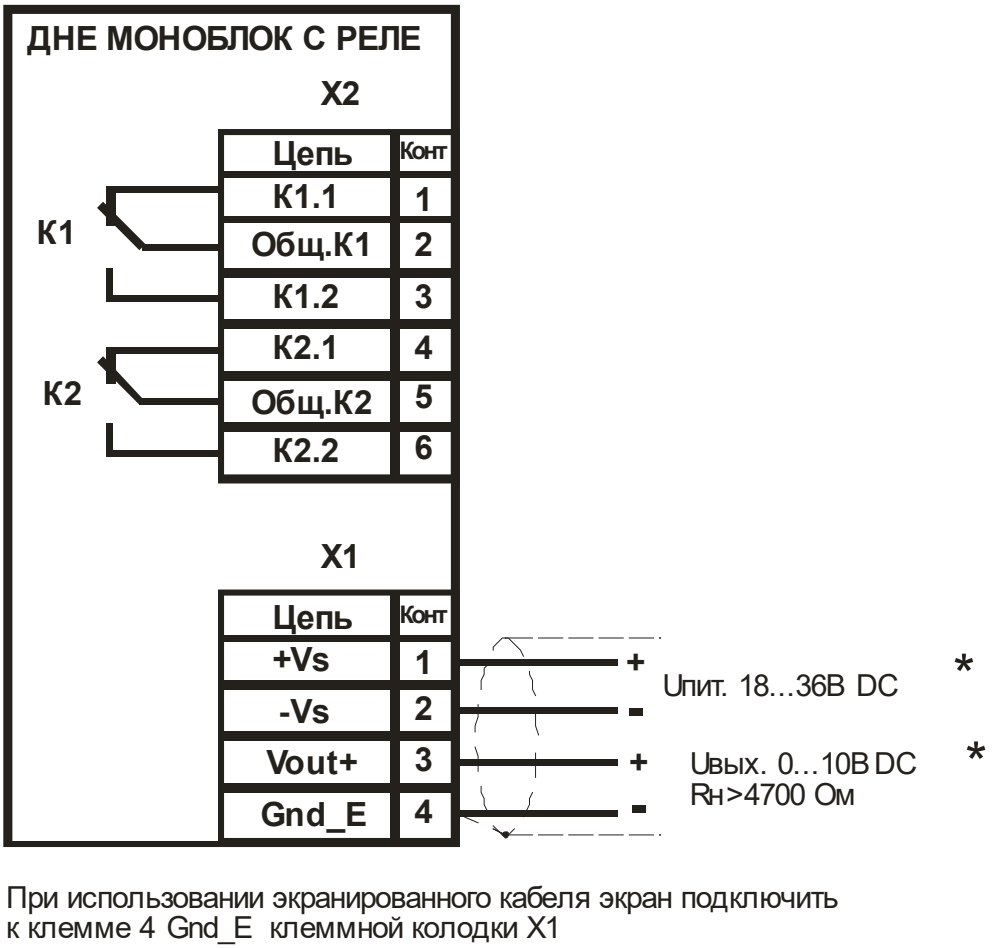

Рис.3 Схема подключения моноблочного датчика ДНЕ с реле.
1.3.6 Схема подключения датчика ДНЕ приведена на Рис. 3. Положения контактов реле К1 и К2 показаны для выключенного состояния реле или при отсутствии напряжения питания на клеммах 1 и 2 колодки X1 ДНЕ. Допускается соединение цепей минус питания -Vs (клемма 2) и минус выхода 0-10В (клемма 4) колодки X1. При этом гальваническая изоляция между цепями питания и выходом 0-10 В будет отсутствовать.
2.1.8 Подключение датчика уровня осуществляется посредством клеммных блоков, расположенных на печатных платах, в соответствии со схемой подключения (см. рис.3) кабелем с медными жилами сечением до 0,35 мм^2. Для клемм 1 (+Vs), 2 (-Vs), 3 (Vout+), 4 (Gnd_E) рекомендуется использовать экранированный кабель. Уплотнение гермоввода предназначено для кабеля с наружным диаметром 10-11 мм. При использовании кабеля с меньшим диаметром следует заменить уплотнение в гермовводе. Например, для кабеля с наружным диаметром 6 мм в качестве уплотнения можно использовать отрезок вакуумной трубки длиной 24 мм, с внутренним диаметром 6 мм и с толщиной стенки 6 мм. Чтобы получить доступ к клеммным блокам, необходимо снять крышку корпуса.